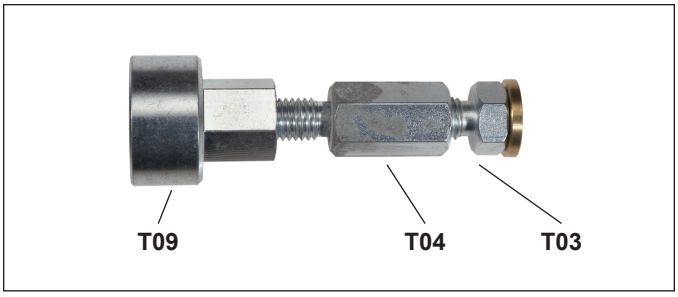
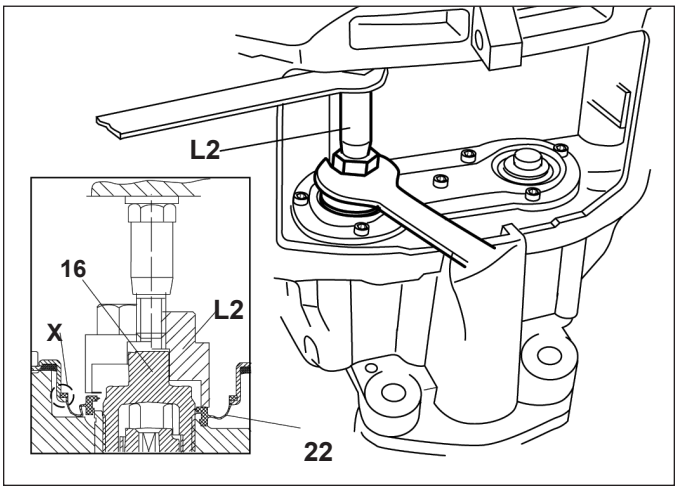

Figure 55 – On-Vehicle Inner Seal Installation Tool (L2)
Figure 56 – Off-Vehicle Inner Seal Installation
5.5.13 Position the replacement inner seal (22) over the threaded tube (16). *See Figures 55 and 56 for the tools and installation arrangement used.* The threaded tubes need to be retracted to allow the tool to be inserted. *Use the combination tool L2 (T04 + T03 + T09) with the long spacer (T04) as shown in Figure 56*. Since the installation tool is guided by the center post of the threaded tube, advance the tube a small amount to align the tool and the center post. Install the new inner seal (22) into position by rotating the adjuster nut on the T04 portion of the tool using an open-ended wrench.